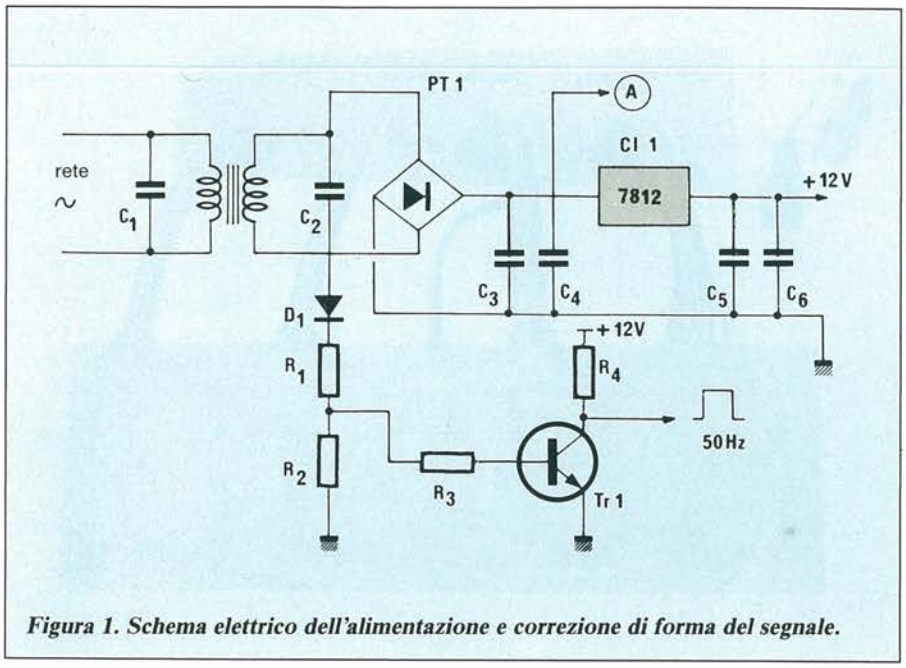

*Figura 1. Schema elettrico dell'alimentazione e correzione di forma del segnale.*
Sul cruscotto del programmatore, come mostra la Figura 1, è riportata una tabellina che ricorda i tasti funzionali interessati nei diversi modi di funzionamento per una facile consultazione da parte dell'operatore che, quasi mai, dovrà ricorrere alla consultazione del manuale.
**1. Alimentazione e correzione di forma del segnale a 50 Hz** (Figura 1)